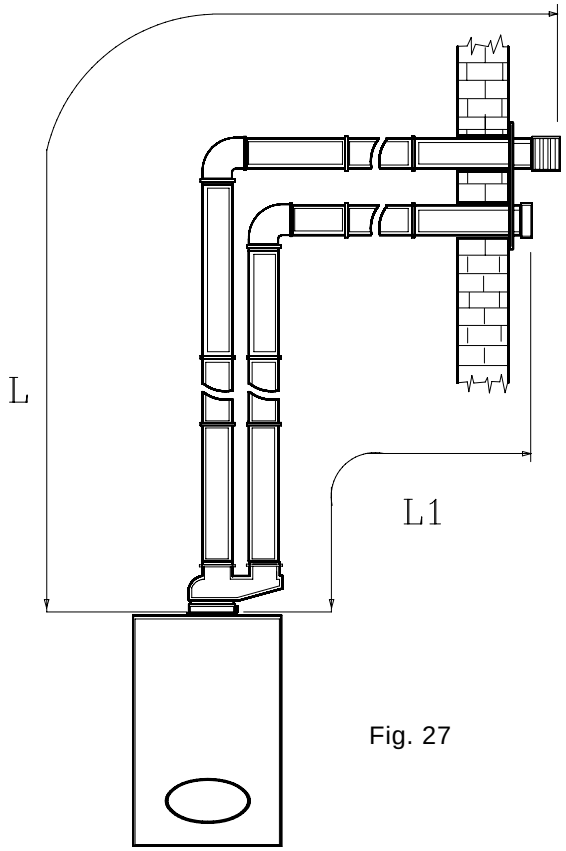

Fig. 27
5.8.4 Exhaust/suction system with two separate pipes through a single vertical wall (Fig. 27).